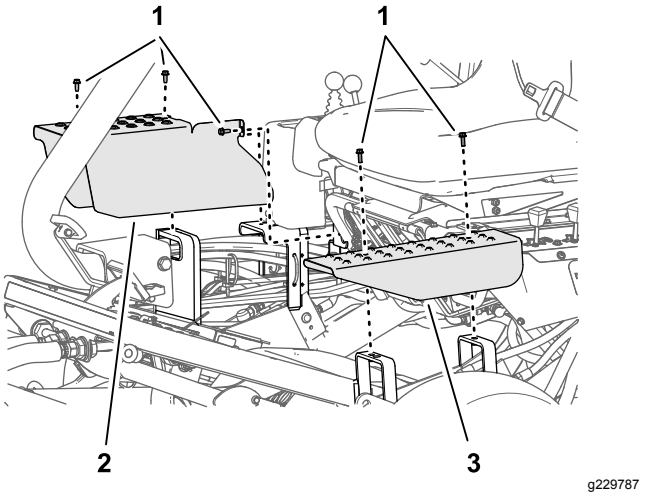

Figur 52
2. Fjern de bolte, der fastgør dækpladen på løftecylinderen, som du justerer, fra chassisets støttebeslag (Figur 52).